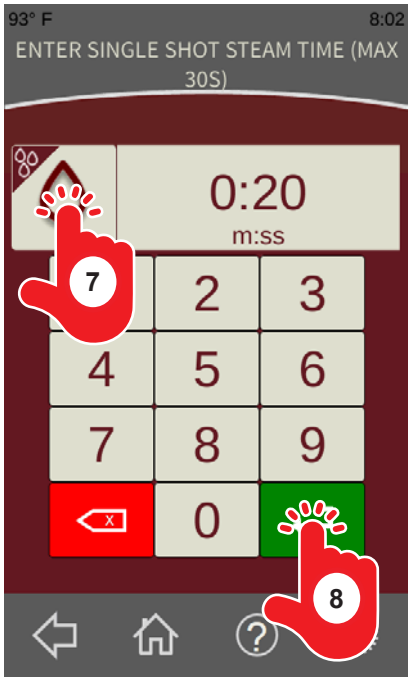

Fig. 20
7. From the ***Enter Steam Time Screen*** (Fig. 20), touch the Steam button to select Single Shot steam or Constant steam.
8. Enter the desired time on the keypad and touch the green Enter button (Fig. 20). The ***Standard Recipe Run Screen*** should be displayed if Single Shot steam was selected. If Constant steam was selected, continue to enter the time between pulses.